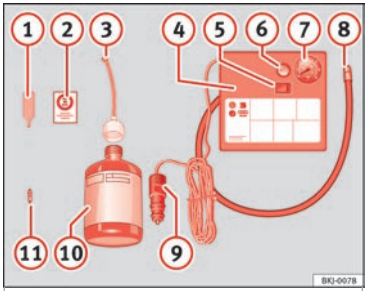

Fig. 75 Representación estándar: contenido del kit antipinchazos.
- Desenrosque la caperuza y el obús de la válvula del neumático. Utilice el aparato ››› **fig. 75** (1) para extraer el obús. Colóquelo en una superficie limpia.
- Agite con fuerza la botella de sellante de neumáticos ››› **fig. 75** (10).
- Enrosque el tubo de inflado ››› **fig. 75** (3) en la botella de sellante. El precinto de la botella se romperá automáticamente.
- Retire el tapón del tubo de llenado ››› **fig. 75** (3) y enrosque el extremo abierto del tubo en la válvula del neumático.
- Vuelva a colocar el obús con el aparato ››› **fig. 75** (1) en la válvula del neumático.
- Enrosque el tubo de inflado del neumático del compresor ››› **fig. 75** (8) en la válvula del neumático.
- Compruebe que el tornillo de evacuación de aire está cerrado ››› **fig. 75** (6).
- Acople el conector ››› **fig. 75** (9) a toma de corriente de 12 voltios del vehículo ››› **pág. 165**.
- Conecte el compresor de aire con conmutador ON/OFF ››› **fig. 75** (5).